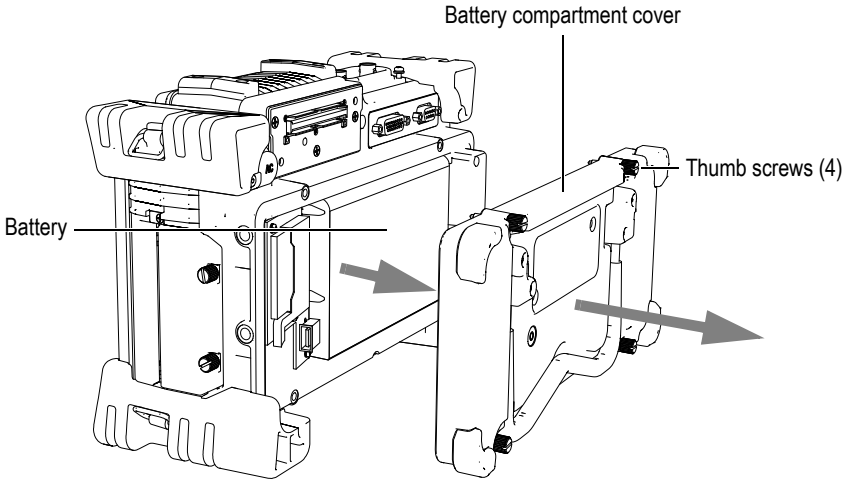

Figure 2-5 Opening the battery compartment
The battery is located in a compartment that is accessible from the back of EPOCH 1000 Series instruments (see Figure 2-5 on page 47).
2. Unscrew the four thumb screws of the battery compartment cover at the back of the instrument (see Figure 2-5 on page 47).